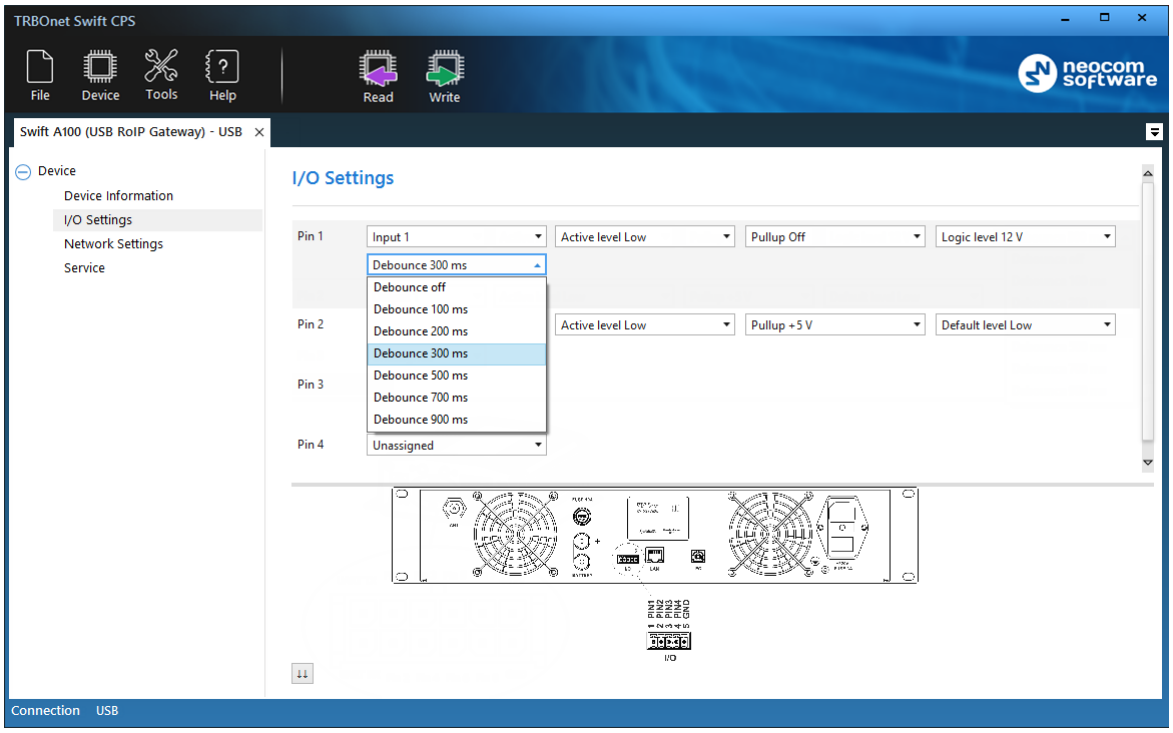

Figure 10: Configuring I/O pins
- In the right panel, configure the I/O pins of A100 gateway that are connected to external hardware (Figure 10). For each connected I/O pin, expand the menu and select the logical pin in TRBOnet:
In the A100 configuration, the physical I/O pins are mapped to the logical pins of TRBOnet (Figure 10).